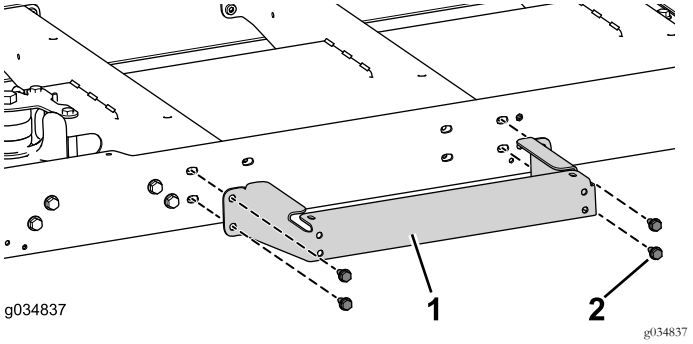

Figur 77
1. Bruk de fire boltene (5/16 x 3/4 tomme) til å montere plattformstøtten løst til midtkanalen (Figur 77).